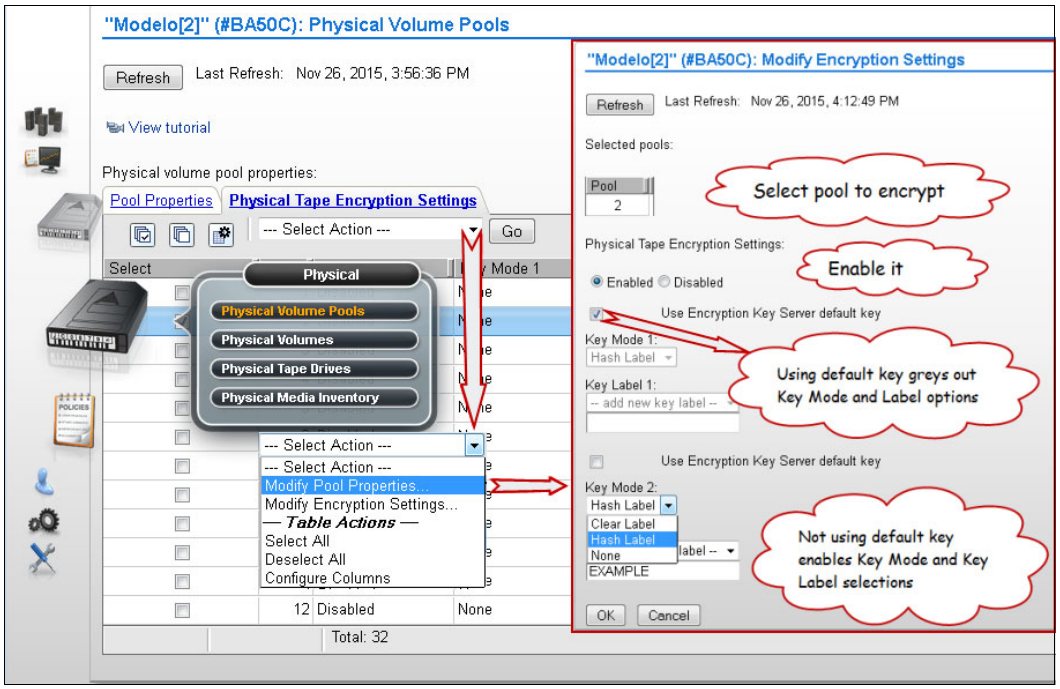

Figure 11-21 Modify encryption settings parameters
To modify encryption settings for one or more physical volume pools, complete the following steps (Figure 11-21 on page 581 shows this sequence). For more information, see 10.1.1, “Physical Volume Pools” on page 446:
5. Click **Go** to open the Modify Encryption Settings window (see Figure 11-21).